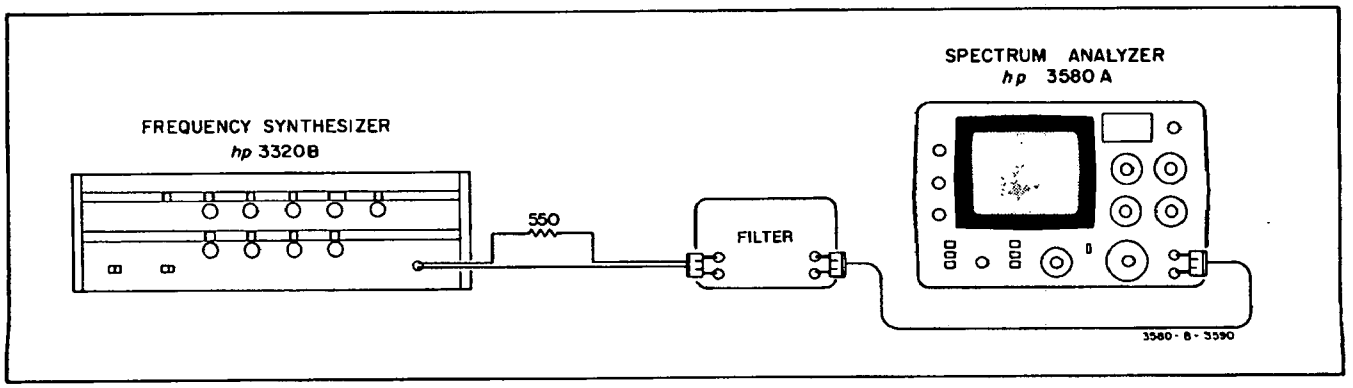

**Figure 5-3. Spurious Response Test.**
d. Connect the frequency synthesizer (use proper output impedance needed for the bandpass filter) to the input of the bandpass filter. Adjust the filter for a 5 kHz center frequency and adjust the synthesizer for a 5 kHz output. (For a 50 ohm source and the White 2640 filter, connect a 550 Ω resistor (± 10%) in series between the filter and synthesizer. This gives the 600 Ω source impedance required by the White filter (See Figure 5-3).
e. Connect the output of the filter to the input of the 3580A. Always terminate properly if required. (The White Model 2640 filter requires no output termination. See Figure 5-3).